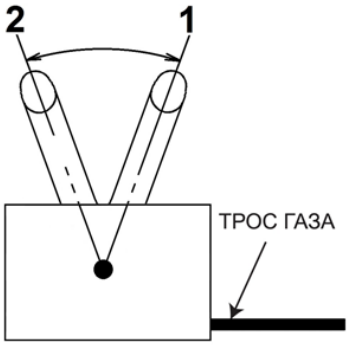

Рис. 15 Положения рычага газа (вид справа)
4. Переведите рычаг газа 9 (Рис. 1) на 1/3 хода в сторону положения максимальных оборотов двигателя (Рис. 15).
1. Переведите двигатель в режим холостого хода, для этого переведите рычаг газа в положение 2 холостых оборотов двигателя (Рис. 15) и дайте двигателю поработать примерно 1 минуту.
4. Переведите рычаг газа в положение 1 максимальных оборотов двигателя (Рис. 15).